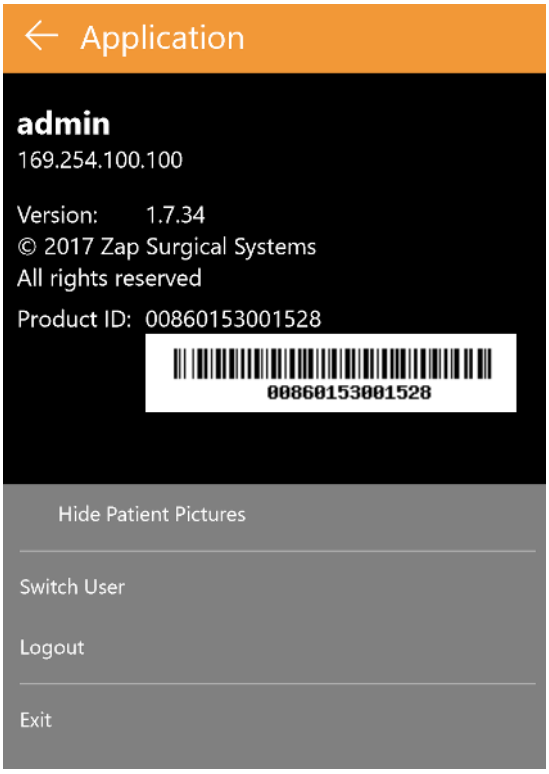

Abbildung 3.2.2. Das Dialogfeld „Anwendungseinstellungen“.
- **Anwendungseinstellungen**: Diese Steuerung wird hauptsächlich verwendet, um die Anwendung zu beenden, sich abzumelden oder den Benutzer zu wechseln. Ein Beispiel sehen Sie in Abbildung 3.2.2. Sie enthält auch eine Version der Datenbank-IP-Einstellungen, die für DICOM-Administratoren nützlich sein können (siehe Kapitel 12). Außerdem finden Sie in diesem Menü eine Option zum Aus- und Einblenden von Patientenbildern auf der Patientenhauptseite.